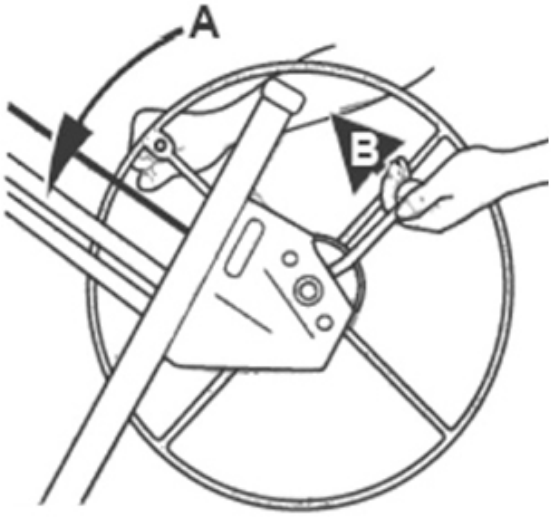

FIG. 4
- Aplique gradualmente el freno en la parte trasera del timón para devolver las barras telescópicas previamente levantadas a su posición de reposo (Fig. 4).